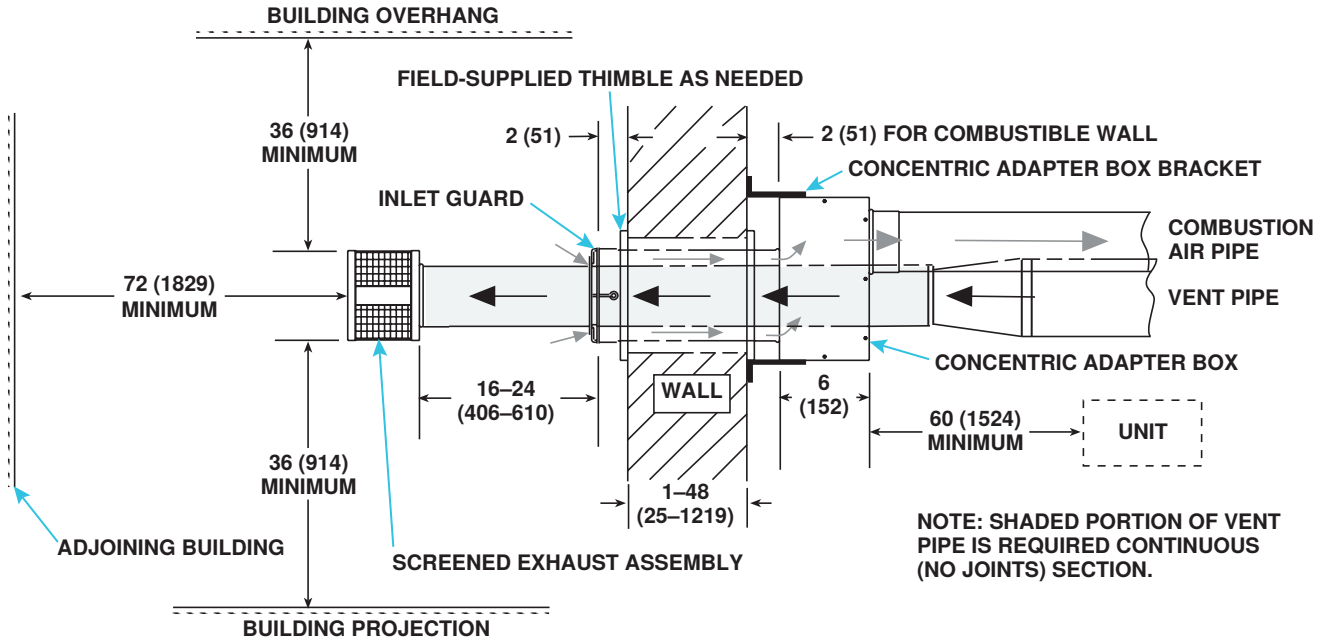

Figure 24. Option CC6 Installation
4. Secure longer angles on concentric adapter box brackets (see **Figure 24**) to concentric adapter box.
5. Connect outside section of combustion air pipe to concentric adapter box (see **Figure 24**):
6. Secure concentric adapter box to wall (see **Figure 24**):
b. Secure short angles (see **Figure 24**) of concentric adapter box brackets to wall.
a. Position inlet guard over end of combustion air pipe in accordance with **Figure 24**.
a. Refer to **Figure 24** to determine lengths of each pipe segment and to calculate total length required. Transition to single-wall or Category III vent pipe run must be made maximum of 6 inches (152 mm) from heater side of box.
d. Ensure that screened exhaust assembly is aligned so that its baffles are positioned at 12, 3, 6, and 9 o'clock (see **Figure 24**). Install screened exhaust in accordance with **Figure 8**.
10. Verify compliance with **Figure 24** and with all specific venting requirements listed above.